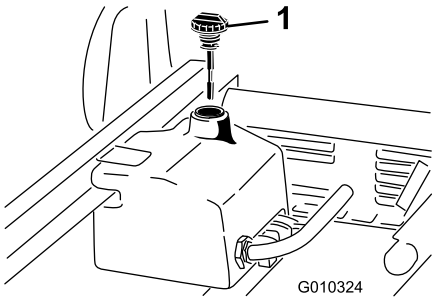

Figur 17
1. Rengør området omkring påfyldningshalsen og hydrauliktankens dæksel (Figur 17). Fjern dækslet fra påfyldningsstudsen.
2. Fjern målepinden (Figur 17) fra påfyldningsstudsen, og tør den af med en ren klud. Indfør målepinden i påfyldningsstudsen, tag den op igen, og kontroller væskestanden. Væskestanden skal være mellem de to mærker på målepinden.